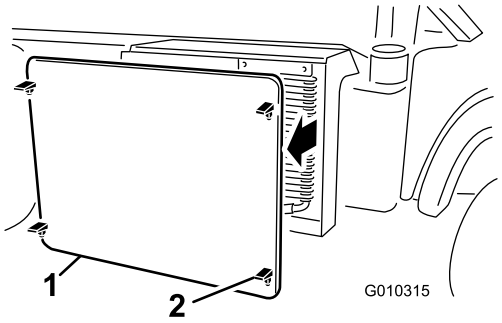

Figur 58
2. Løsn og fjern kølergitteret foran på køleren (Figur 58).